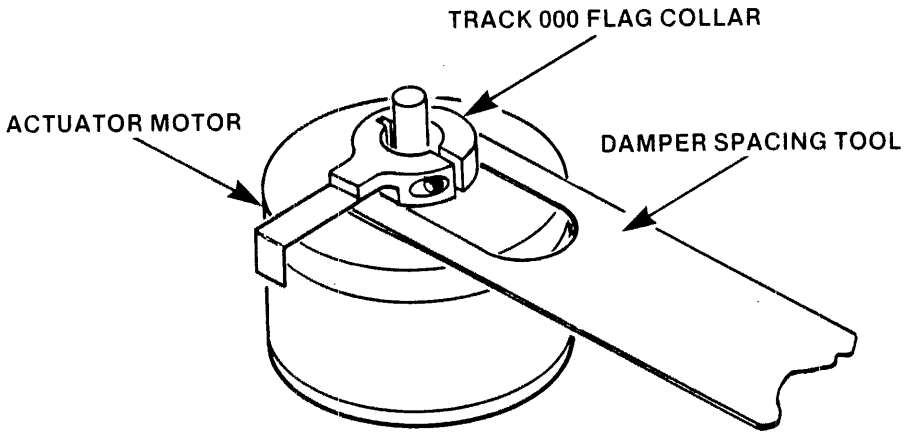

FIGURE 13. TRACK 000 FLAG ADJUSTMENT
B. Locate the damper spacing tool (P/N 60548) between the top of the actuator motor and the bottom of the Track 000 flag collar (ref. Fig. 13).